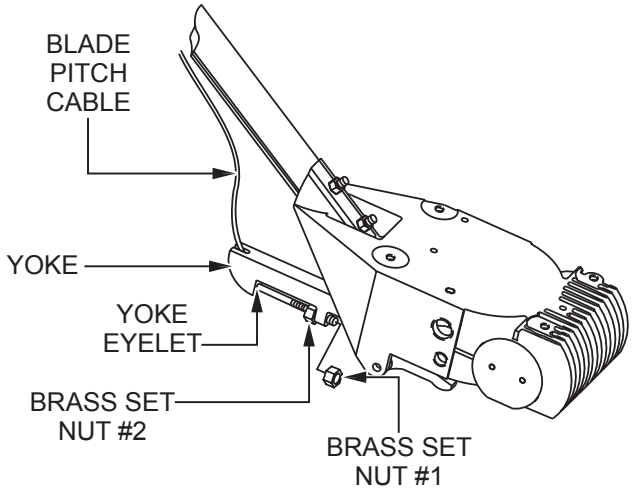

Figure 24. Cable Yoke Attachment
5. Insert the blade pitch cable end through the yoke eyelet (Figure 24). Tighten brass set nut #1 by hand to remove all slack from the cable.